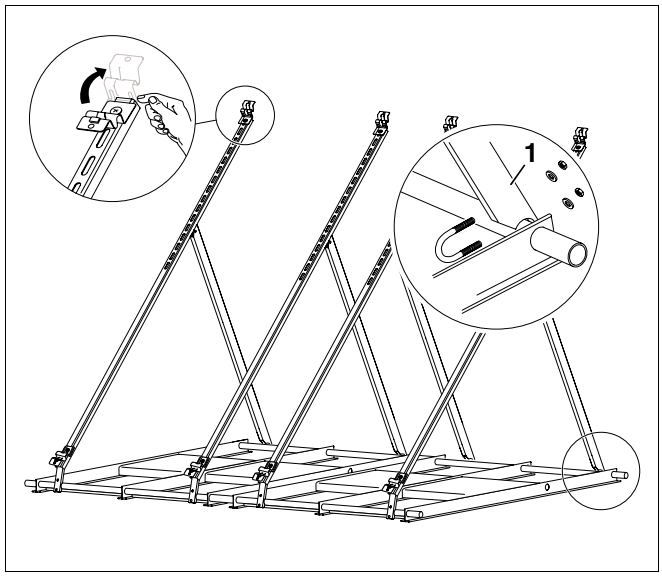

Afb. 28 Collectorsteunen vastschroeven
- Plaats de collectorsteunen (afb. 28, **pos. 1**) op de steunbuizen.
- Monteer de collectorhouder zo, dat de omgeplooide zijde van de collectorhouder gelijk komt met het uiteinde van de profielrails – controleer dit met uw vinger (afb. 28). De collectorhouder mag zeker niet uitsteken.